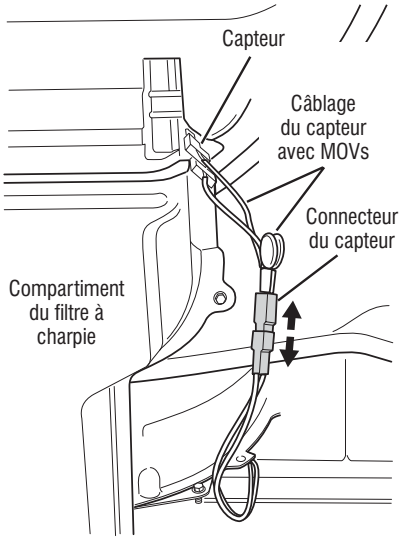

Figure 14 - Débrancher le connecteur du capteur.
4. Retirer la console pour accéder au MCP et à l'interface utilisateur (IU).
5. Accéder aux câbles du capteur d'humidité en retirant le panneau avant. Débrancher le connecteur du capteur d'humidité à 3 conducteurs (voir Figure 14, page 45).